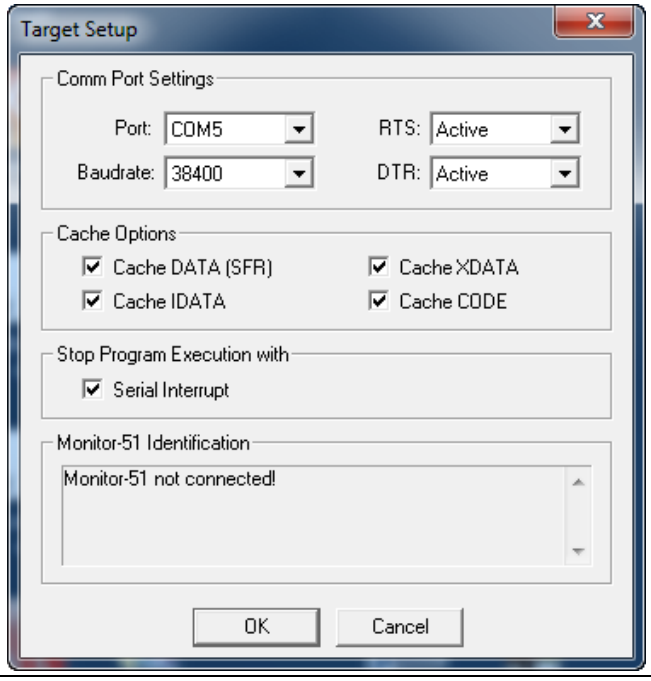

Figure 10 Comm Port Settings (共用端口设置)
6. 请确保已经选中“Serial Interrupt”项 (如 **Figure 10** 所示)